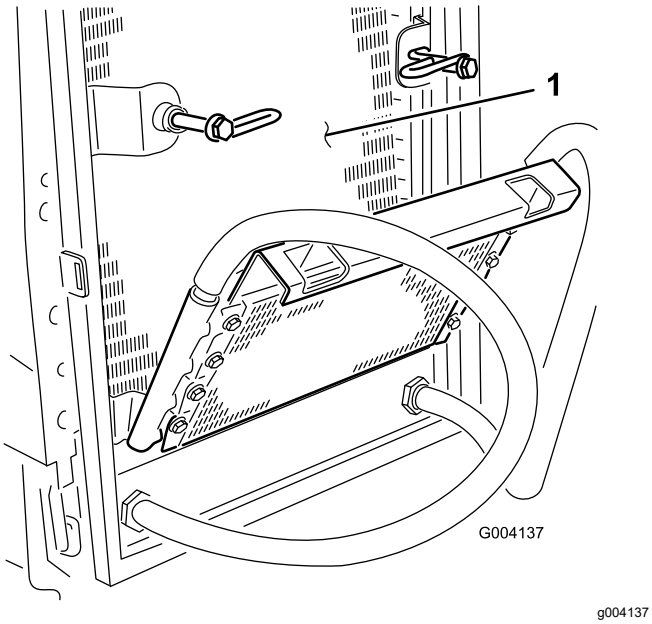

**Figur 70**
6. Rengør begge sider af oliekøler og køler (Figur 70) grundigt med trykluft.